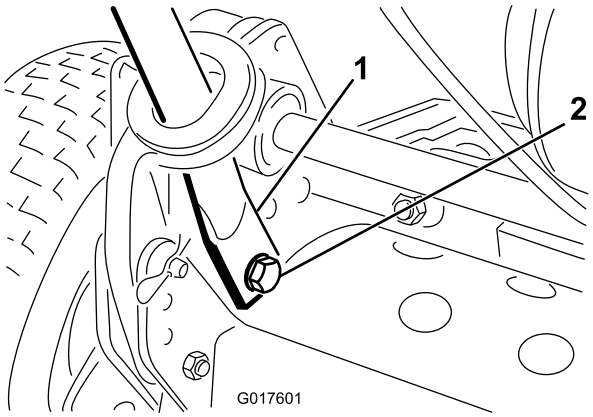

Figur 3
4. Kläm ihop handtagens ändar inåt och montera dem på fäststiften (Figur 3).
5. Sätt fast handtagsändarna på fäststiften med bifogade skruvar, brickor och låsbrickor (Figur 3).
6. Sätt fast styrarmarnas nedre delar på båda sidorna av klipparen med de skruvar och låsmuttrar som du tog bort tidigare (Figur 3). Se till att du monterar styrarmens bussningar i monteringshålen.
7. Fäst styrarmarna bakpå ramen med de hårnålssprintar och ringbultar som tidigare avlägsnades (Figur 3).